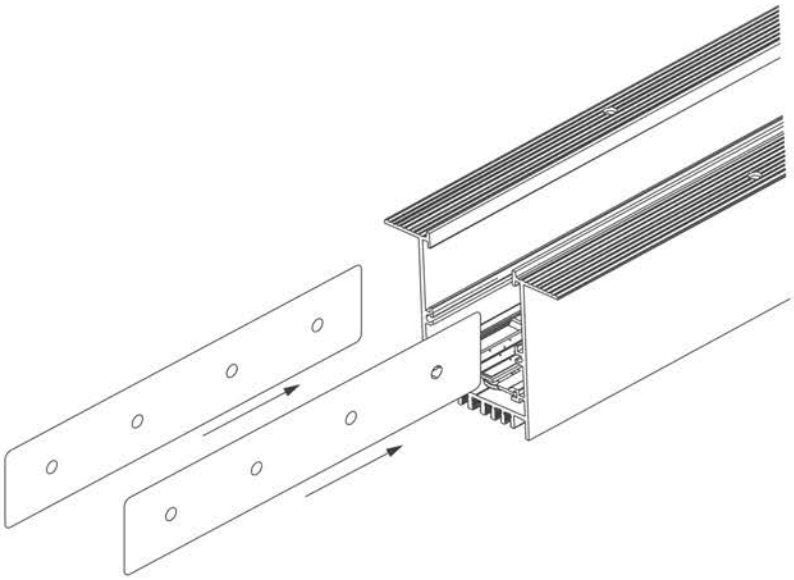

Рис. 3. Установка соединителей в пазы шинопровода
3.7. С помощью коннекторов MAG-CON-45-SIDE (SL) вы можете соединить встык шинопроводы или угловые коннекторы. Для этого установите в паз шинопровода прямой коннектор MAG-CON-45-SIDE (SL) на половину его длины и закрепите установочными винтами из комплекта поставки (см. рисунок 3).